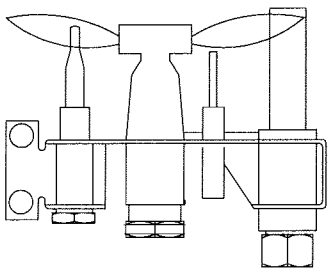

FIGURE 21. PILOT BURNER ADJUSTMENT
2. Adjust pilot key to provide properly sized flame. **See Figure 21 for properly sized flame.**